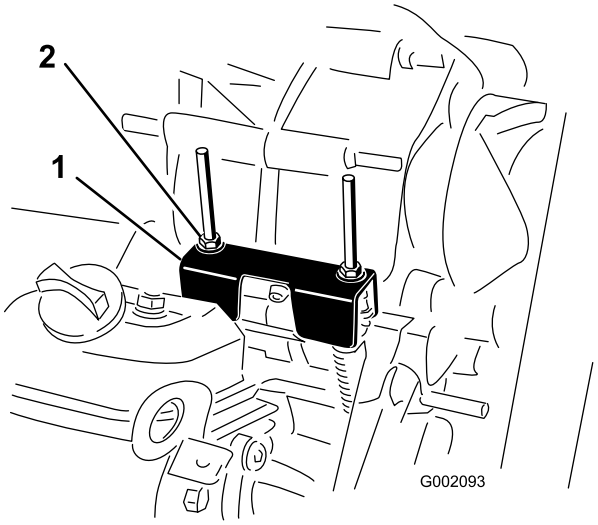

Figuur 35
Als u routine-onderhoudswerkzaamheden uitvoert en/of de motor test, moet u de transaxle in de neutraalstand zetten (Figuur 35). Het voertuig heeft een neutraalstand op de schakelhendel, waarmee u de transaxle in de neutraalstand kunt zetten. Om ervoor te zorgen dat de schakelhendel de transaxle naar behoren in de neutraalstand zet, moet u de volgende stappen uitvoeren:
2. Zet de beugel van de neutraalstand in de neutraalstand (horizontaal ten opzichte van de montagebeugel van de kabel die zich onder de schakelbeugel) door de aangedreven koppeling te draaien (Figuur 35). Het voertuig mag niet naar voren en achteren rollen. Als dit wel gebeurt, moet u de beugel in de neutraalstand zetten.
3. Draai een van de borgmoeren vast (Figuur 35) om een opening van 0,76 mm tot 1,5 mm te krijgen.